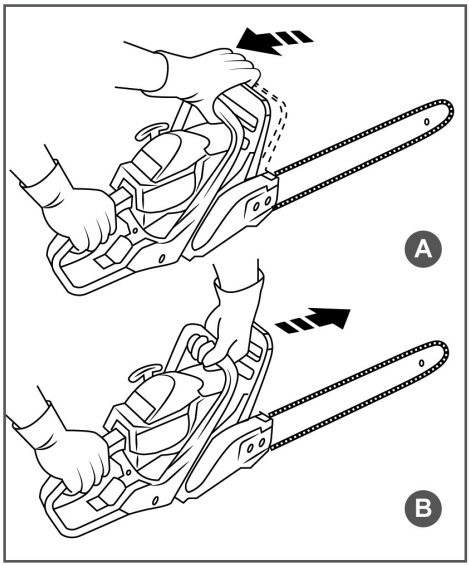

Рис. 7 Проверка механического тормоза цепи
4. Убедитесь, что тормоз цепи включен (цепь заторможена), как показано на Рис. 7В.
После запуска двигателя немедленно выключите тормоз пильной цепи. Для этого потяните ручку тормоза на себя до щелчка (Рис. 7А). Будьте осторожны, цепь начнет движение.